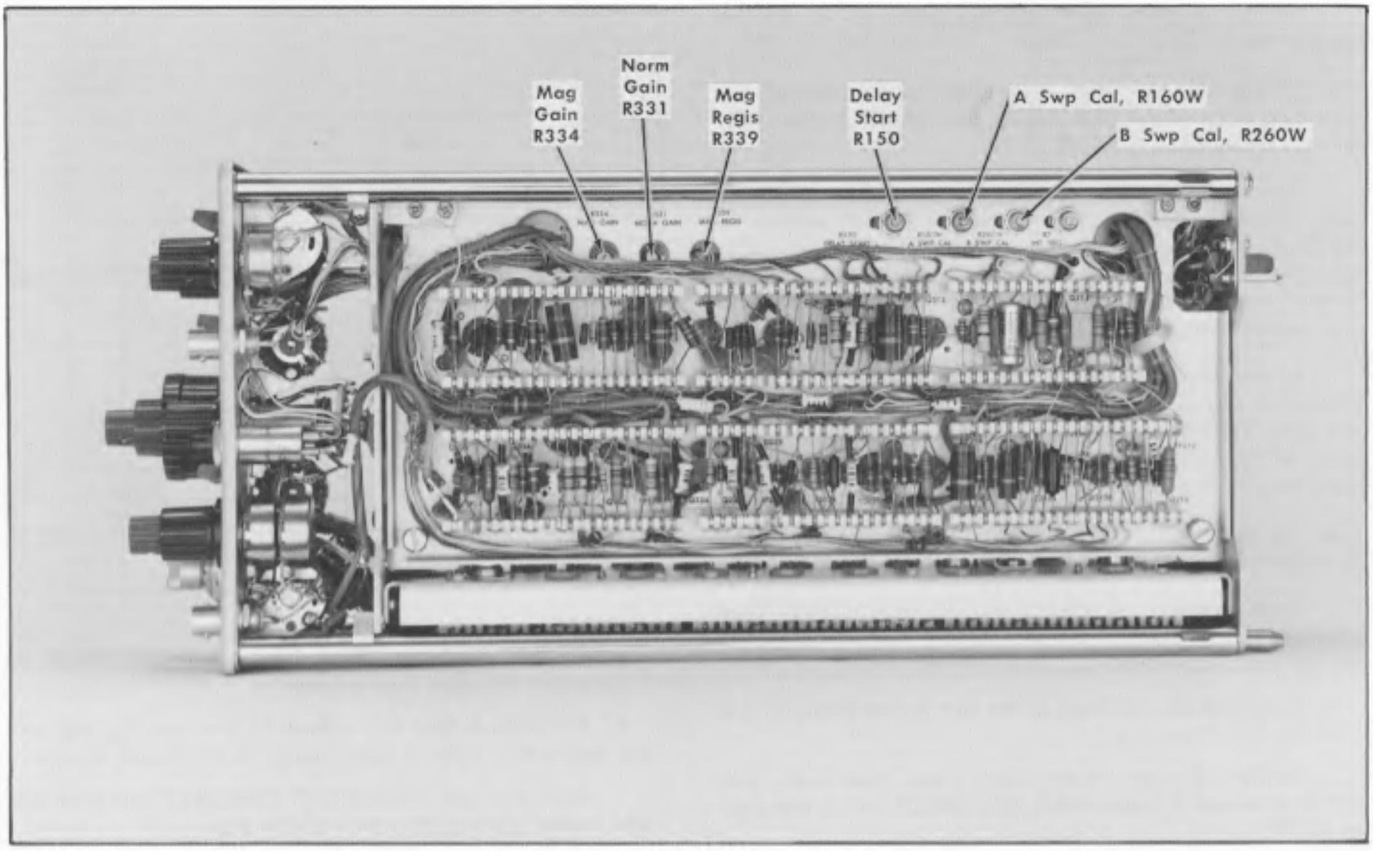

Fig. 6-6. Location of Delay Start, R150, A Swp Cal, R160W, Norm Gain, R331, Mag Gain, R334, Mag Regis, R339, and B Swp Cal, R260W.
h. ADJUST—Delay Start control, R150 (see Fig. 6-6) until the brightened pulse is brightening the second time marker.
k. ADJUST—A Swp Cal control, R160W (see Fig. 6-6) until the brightened pulse is brightening the tenth time marker.
o. ADJUST—Delay Start control, R150 (see Fig. 6-6) until the brightened pulse just starts at the start of the sweep.
r. ADJUST—A Swp Cal control, R160W (see Fig. 6-6) until the brightened pulse just starts at the start of the sweep.
d. ADJUST—Norm Gain control, R331 (see Fig. 6-6) until the tenth time marker is exactly lined up with the ninth graticule line.
l. ADJUST—Mag Gain control, R334 (see Fig. 6-6) until the tenth time marker is exactly lined up with the ninth graticule line.
h. ADJUST—Mag Regis control, R339 (see Fig. 6-6) until the sixth time marker is exactly lined up with the center vertical graticule line.
d. ADJUST—B Swp Cal control, R260W (see Fig. 6-6) until the tenth time marker is exactly lined up with the ninth graticule line.